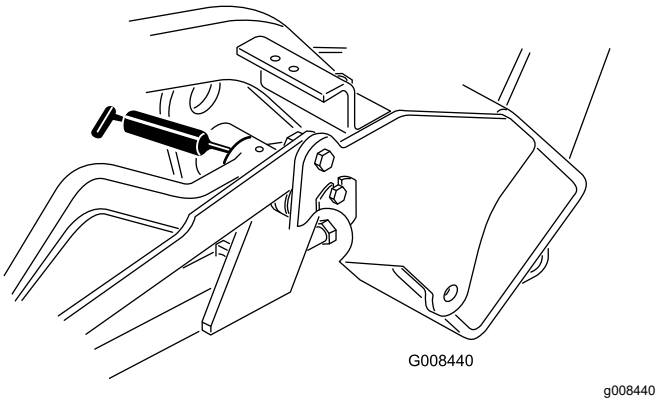

Figure 27
- Bras de levage (3) (Figure 27).